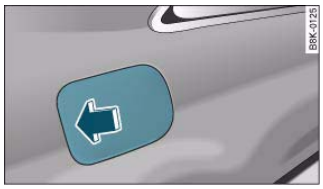

Fig. 218 Vehicle as seen from the rear right: Opening fuel tank flap
– Press the left side of the flap to open it ⇒ fig. 218 -arrow-.